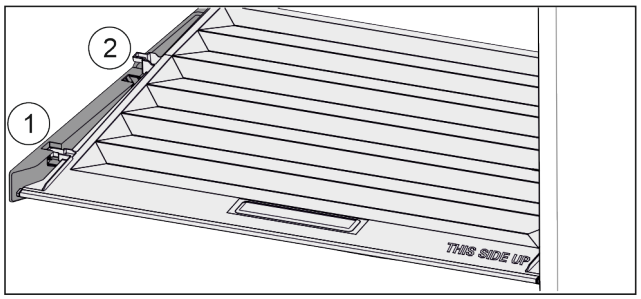

Fig. 27
▶ Pull the lid up at the front in the retaining parts to the opening *Fig. 27 (1)*.
▶ Lift from the back and pull it up and out *Fig. 27 (2)*.